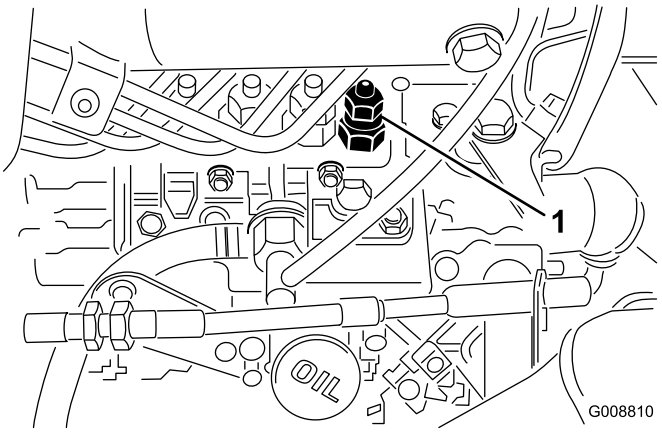

Figura 56
1. Desaperte a tubagem ligada ao bocal do injector número 1 e à estrutura de suporte da bomba de injecção (Figura 56).